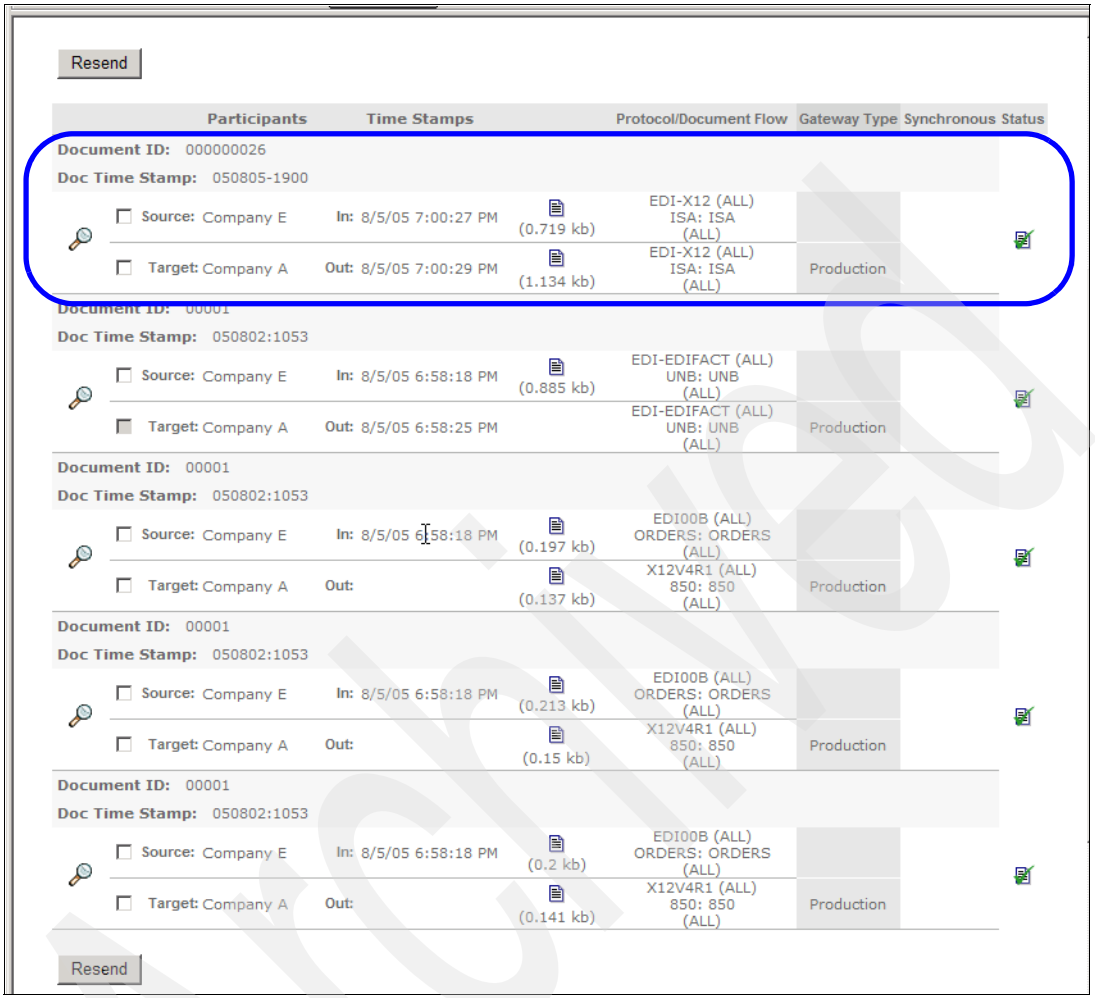

Figure 22-4 Selecting the outbound envelope.
1. Go back to the Document Viewer screen that showed the five total documents from the previous example (Figure 22-4 on page 778). This time, click the **magnifying glass** next to the envelope that was sent out of the system (Figure 22-4 on page 778).